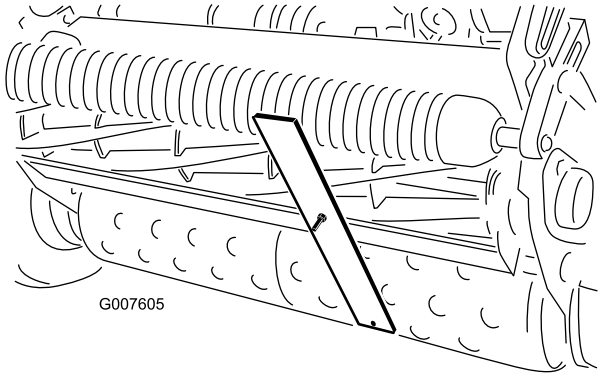

Figura 53
4. Prenda a cabeça do parafuso à extremidade cortante da lâmina de corte e apoie a extremidade traseira da barra no rolo traseiro (Figura 53).